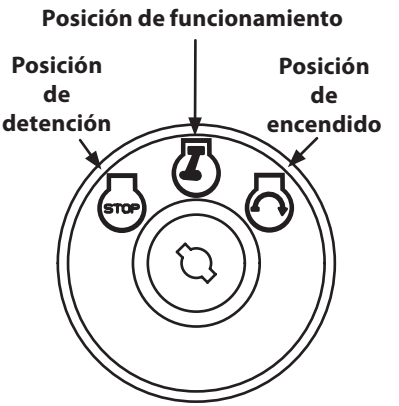

Figura 5
5. Gire la llave de encendido en el sentido de las agujas del reloj hasta la posición START (encendido). Una vez que arranque el motor, suelte la llave. Volverá a la posición RUN (funcionamiento) (Figura 5).